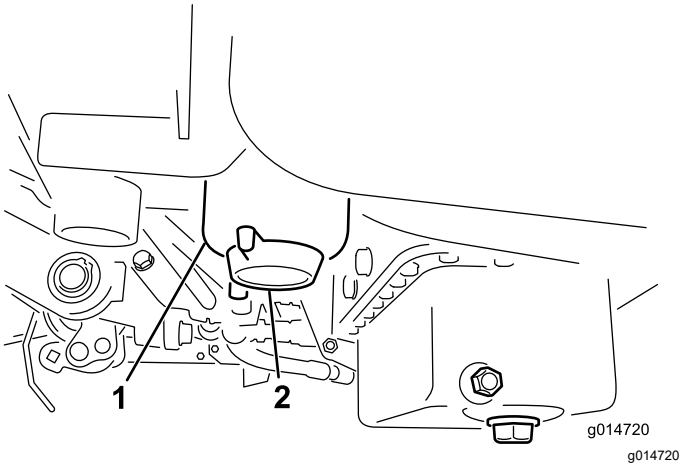

Figur 31
3. Öppna avtappningspluggen på bränslefiltret cirka ett varv och töm ut eventuellt ansamlat vatten (Figur 31).